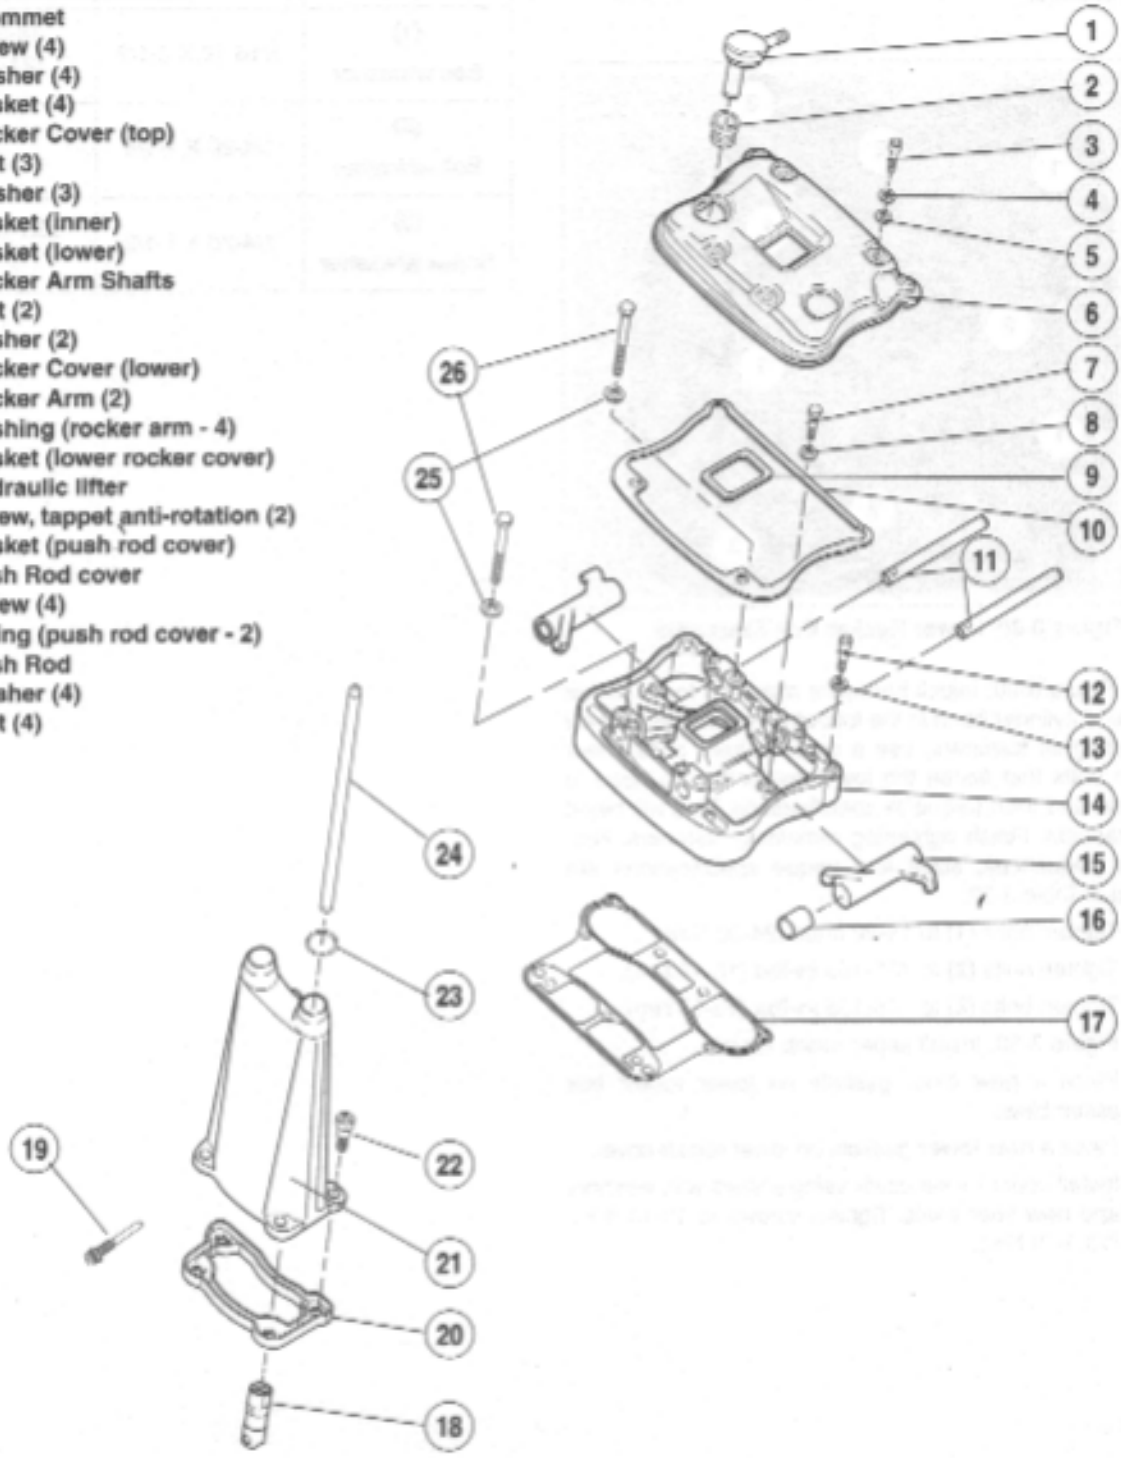

Figure 3-89. Rocker Arm and Pushrod Cover Assemblies
11. See Figure 3-89. Install upper rocker covers.